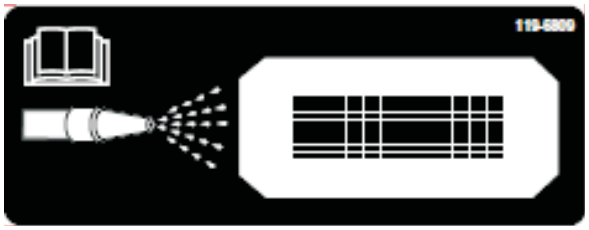
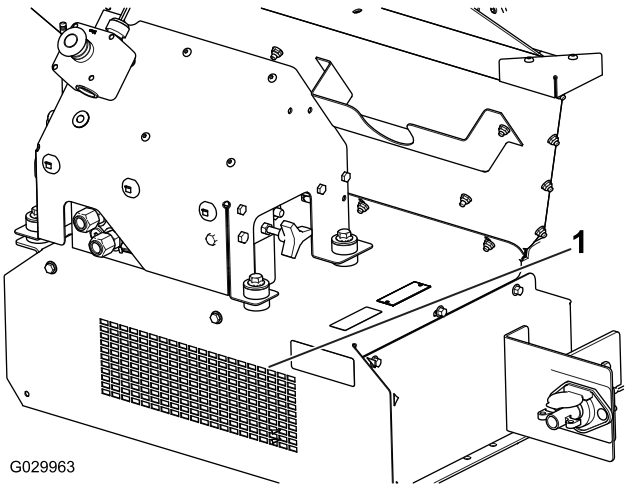

**Figur 57**
**Figur 58**
10. Find rengøringsmærkaten på forenden af maskinen (Figur 57), og brug en vandslange til at sprøjte vand gennem den forreste afskærmnings netmaske, indtil den indvendige del er helt fri for materiale (Figur 58).